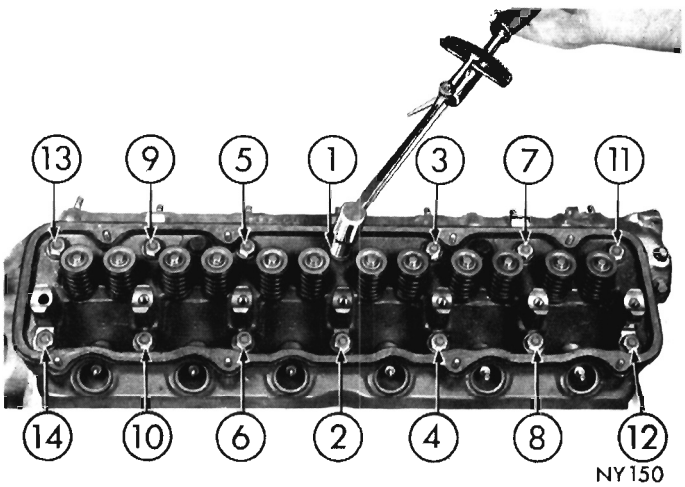

Fig. 12—Cylinder Head Tightening Sequence
(1) Clean all gasket surfaces of cylinder block and cylinder head and install spark plugs.
(2) Inspect all surfaces with a straight edge if there is any reason to suspect leakage.
(3) Coat new gasket lightly with Chrysler Sealer, Part Number 1057794 or equivalent. Install gasket and cylinder head.
(4) Install cylinder head bolts. Starting at top center, tighten all cylinder head bolts to 50 foot-pounds in sequence (Fig. 12). Repeat the procedure, retightening all cylinder head bolts to 65 foot-pounds.